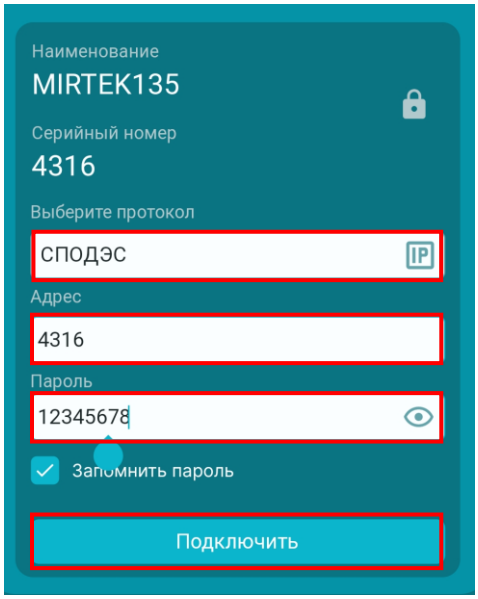

Рисунок 5.2. Пример ввода параметров подключения.
5.7 После появления диалогового окна, указать протокол подключения. По умолчанию указан протокол МИРТ (МИРТЕК). При подключении по МИРТЕК ввести пароль, по умолчанию ***0***. При подключении по СПОДЭС также понадобиться указать пароль для считывания данных, по умолчанию – ***12345678***, а таже адрес (по умолчанию это последние **4 цифры** номера ВПУ, например 4316). Внизу диалогового окна нажать кнопку ***Подключить***, рис. 5.2.